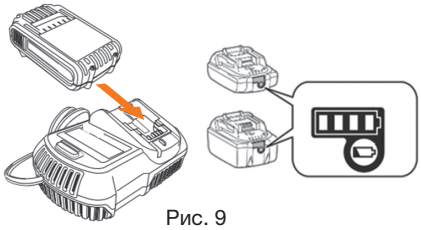

Рис. 9
- Вставьте вилку зарядного устройства в розетку электрической сети 230В. Индикатор на зарядном устройстве загорится зеленым светом (Рис. 9).
- Подключите аккумулятор к зарядному устройству. Индикатор на зарядном устройстве загорится красным светом, и начнется процесс зарядки (Рис. 9).